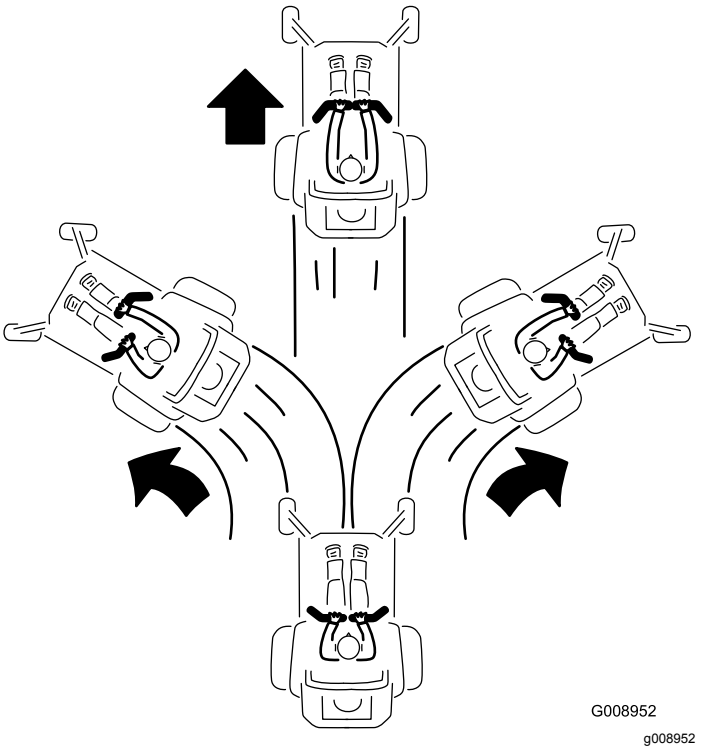

Bild 26
3. Drücken Sie die Fahrantriebshebel langsam nach vorne, um vorwärtszufahren (Bild 26).